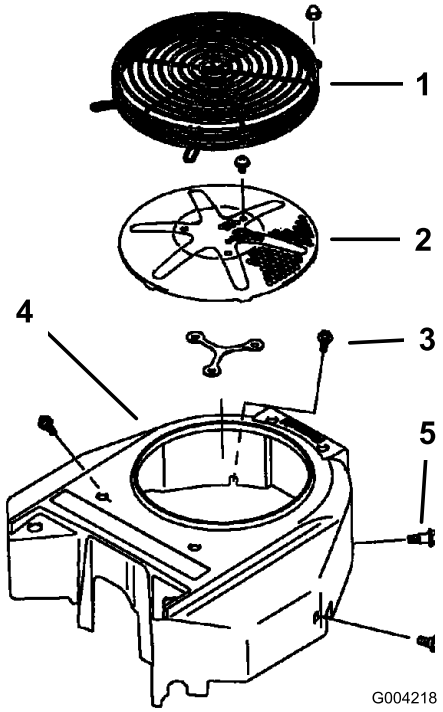

Figur 76
Før all bruk må du fjerne eventuell oppsamling av gress, skitt eller andre fremmedlegemer fra motorens luftinntaksskjerm. Dette vil bidra til å sørge for tilstrekkelig kjøling av motoren og riktig motorhastighet, og vil redusere muligheten for overoppheting og mekanisk skade på motoren (Figur 76).
3. Fjern luftinntaksskjerm, tilbakespolingsstarter og viftehus (Figur 76).
5. Monter luftinntaksskjerm, tilbakespolingsstarter og viftehus (Figur 76).